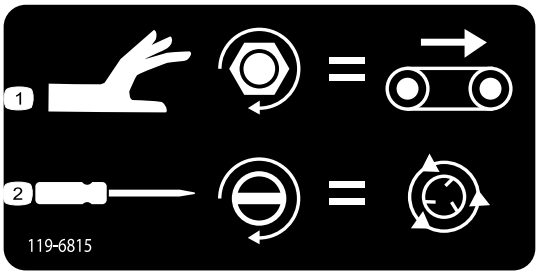

Figuur 46
- Om de snelheid van de lopende band aan te passen (Figuur 46), draait u de knop rechtsom. Gebruik de maximale snelheid van de lopende band van het kleurgecodeerde bedieningssysteem wanneer u geen hydraulische stroom heeft. Deze instelling is nuttig als de hopper vol is met zand.
- Om de spinnersnelheid af te stellen (Figuur 46), gebruikt u een schroevendraaier met platte kop. Draai de schroef rechtsom om de snelheid te doen toenemen of draai de schroef linksom om de snelheid te doen afnemen.